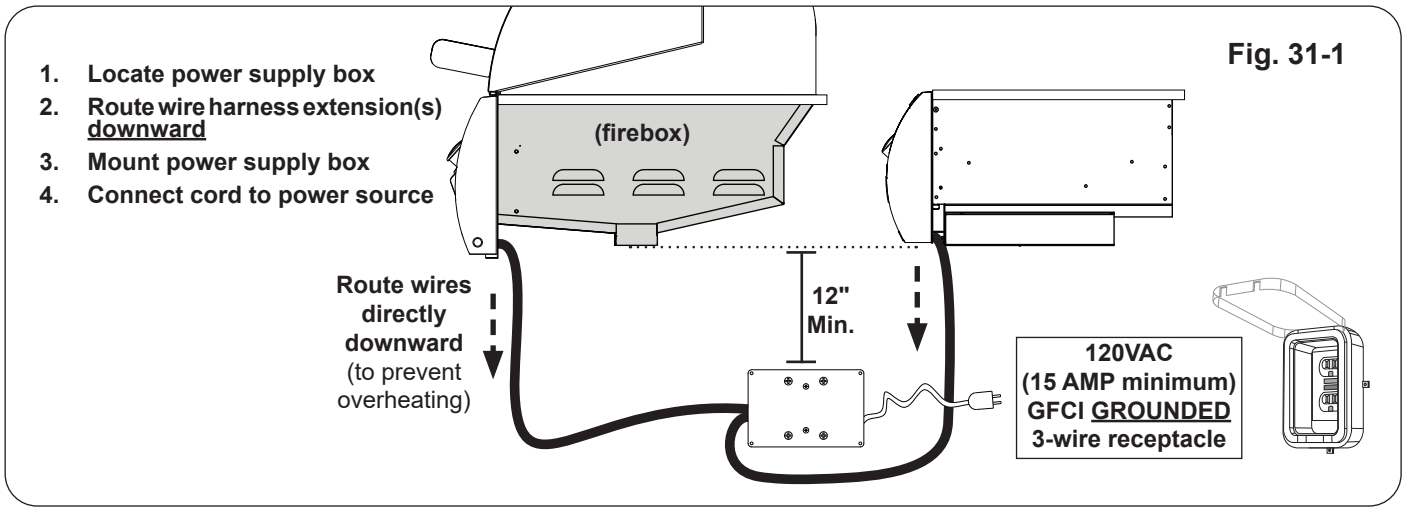

Fig. 31-1
1. The power supply box MUST be located at least 12 inches below the bottom of the grill and/or power burner (see Fig. 31-1).
2. The wire harness extension that exits from the control panel MUST be routed directly downward. This will prevent overheating. **DO NOT** route the wire eharness xtension below the grill firebox and/or power burner (see Fig. 31-1).
- Located at least 12" below the bottom of the unit (see Fig. 31-1)
4. Connect the power cord to a **120VAC (15 AMP minimum) GFCI GROUNDED three-wire receptacle** (see Fig. 31-1). The GFCI receptacle must be a WEATHER-PROOF IN-USE COVERED RECEPTACLE.